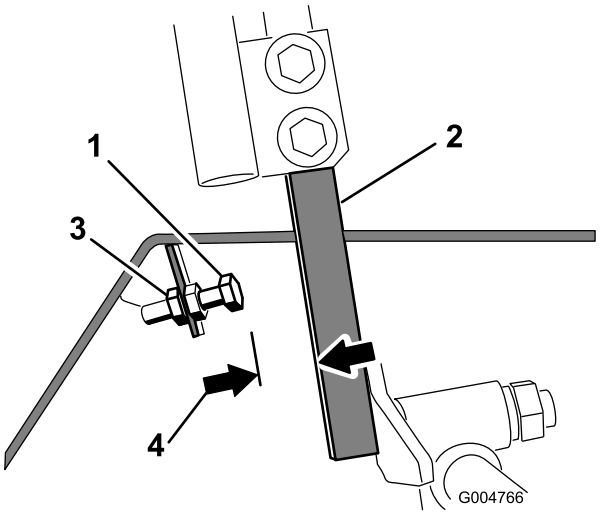

Rysunek 57
4. Odkręć przeciwnakrętkę na śrubie ogranicznika dźwigni sterowania (Rysunek 57).